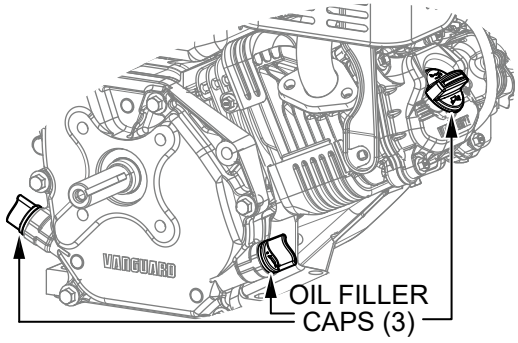

Figure 30. Oil Filler Caps
4. If the oil level is low, remove one of the oil filler caps (Figure 30) and fill with the recommended oil type listed in Table 5. **DO NOT** overfill. Refer to Table 2 for maximum engine oil capacity.